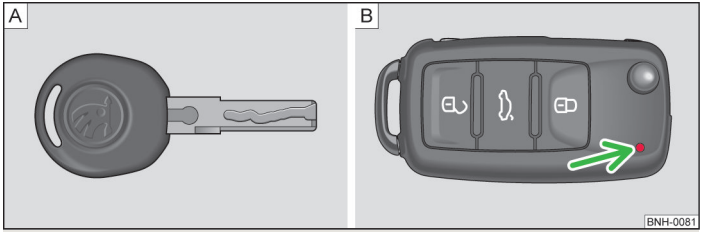
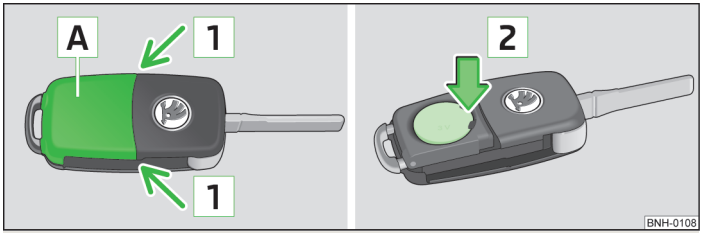

Fig. 7 **Key without remote control/key with remote control (remote control key)**
Fig. 8 **Remote control key: Remove cover/remove battery**
Two keys are provided with the vehicle. Depending on the equipment, your vehicle can be equipped with keys without radio remote control » Fig. 7 - A or with radio remote control» Fig. 7 - B.
Each remote control key contains a battery that is located under the cover A » Fig. 8. The battery needs replacing if red indicator light » Fig. 7 - B does not go on when you press a button on the remote control key. We recommend that you ask a ŠKODA Service Partner to replace the key battery. However, if you would like to replace the discharged battery yourself proceed as follows.
- Press off the battery cover with your thumb or using a flat screwdriver in the region of arrows 1 » Fig. 8.